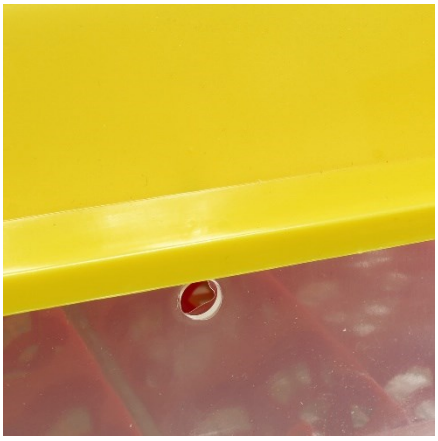

Abb. 3: Öffnung zum Nachfüllen des Wassers
1. Sobald der Brüter gereinigt wurde, können Sie Wasser in die Rinnen des Brüters füllen. Beachten Sie, dass die Luftfeuchtigkeit am Anfang des Brutvorgangs deutlich geringer sein soll, als gegen Ende des Brutvorgangs. Füllen Sie anfangs deshalb nur wenig Wasser in die Rillen. Ihr Brüter besitzt an der Seite kleine Öffnungen (siehe Abb. 3), durch die Sie bei Bedarf (bei zu geringer Luftfeuchtigkeit) Wasser nachfüllen können. Somit müssen Sie während des Brutvorgangs den Deckel nicht öffnen.